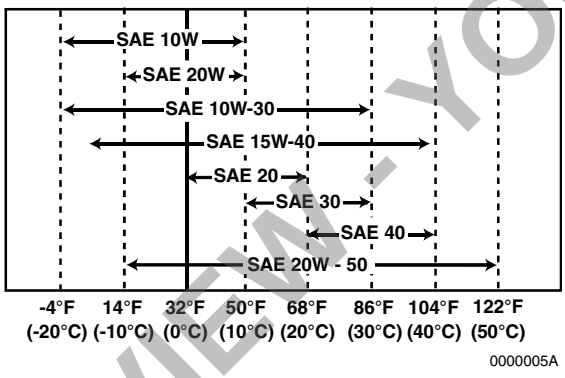

Figure 4-4
- Select the oil viscosity based on the ambient temperature where the engine is being operated. See the SAE Service Grade Viscosity Chart **(Figure 4-4)**.
Select the appropriate engine oil viscosity based on the ambient temperature and use the SAE Service Grade Viscosity Chart in **Figure 4-4**.